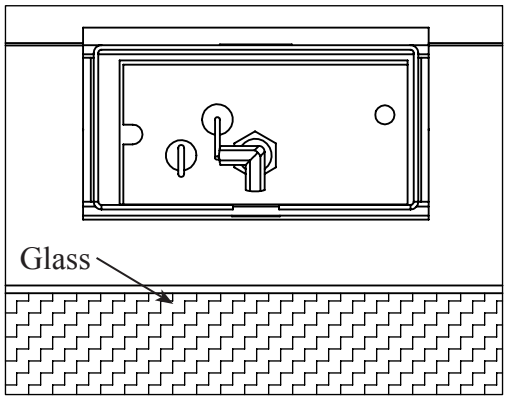

Figure 21. Ignitor assembly behind glass burner.
10. Reinstall the burner, firebox liners, glass material, and glass door. Also refer to SECONDARY INSTALLATION in your Owner's Manual. When re-installing the burner, ensure that the burner to pilot hood relationship is similar to what is shown in Figure 21.